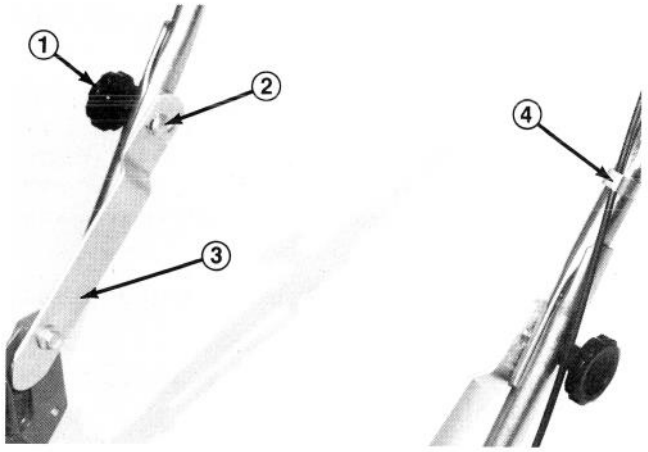

Figure 2
4. In turn, loosen and remove each knob and curved head handle bolt. Align handle latch hole with holes in upper and lower handle and install handle bolt and knob with knobs on the outside of handle (Fig. 2). Insure handle bolts are in same location on each latch.